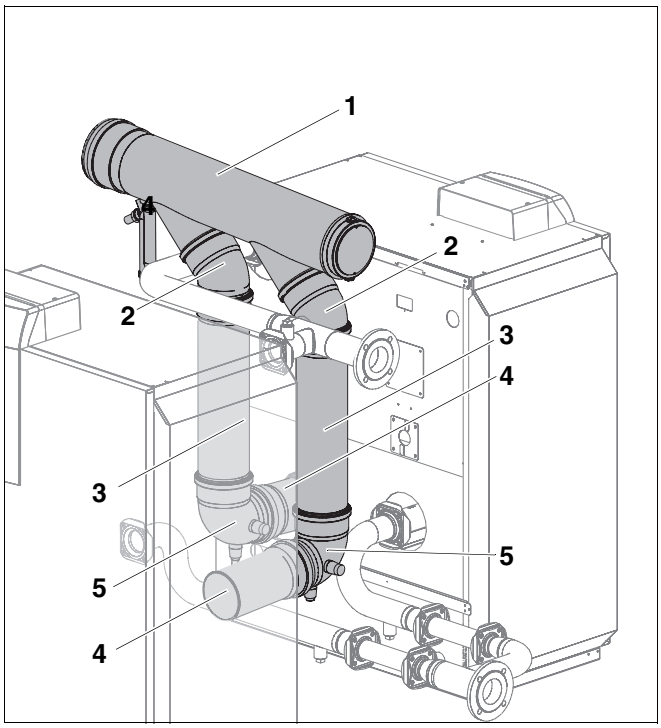

Fig. 8 Installing the flue pipes for 400, 480, 240 or 560 kW dual boilers
- Apply lubricating grease to pipe sections (Fig. 8, **Item 4**) at the connection points and insert in the flue gas connection of the two boilers.
- Apply lubricating grease to 87° pipe bends (Fig. 8, **Item 5**) at the connection points and push one pipe bend over each pipe section (Fig. 8, **Item 4**) (the coupling points upwards).
- Apply lubricating grease to pipe sections (Fig. 8, **Item 3**) and push onto the 87° pipe bend (Fig. 8, **Item 5**) fitted earlier.
- Apply lubricating grease to 45° pipe bends (Fig. 8, **Item 2**) at the connection points and push over the two lower pipe stubs on the flue gas header (Fig. 8, **Item 1**).
- Push flue gas header (Fig. 8, **Item 1**) and 45° pipe bend (Fig. 8, **Item 2**) onto the pipe sections (Fig. 8, **Item 3**) fitted earlier.